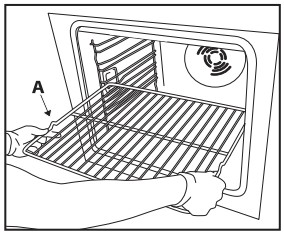

Fig. 1
1. För in gallret vågrätt med upphöjningen ”A” riktad uppåt (fig. 1).